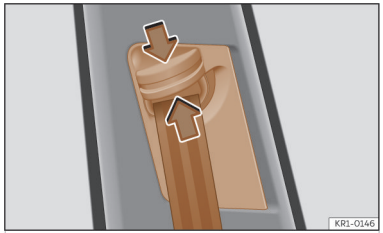

Abb. 27 Bei den Vordersitzen: Gurthöheneinstellung.
- Umlenkbeschlag in Richtung der Pfeile zusammendrücken und halten ››› **(Abb. 27)**.